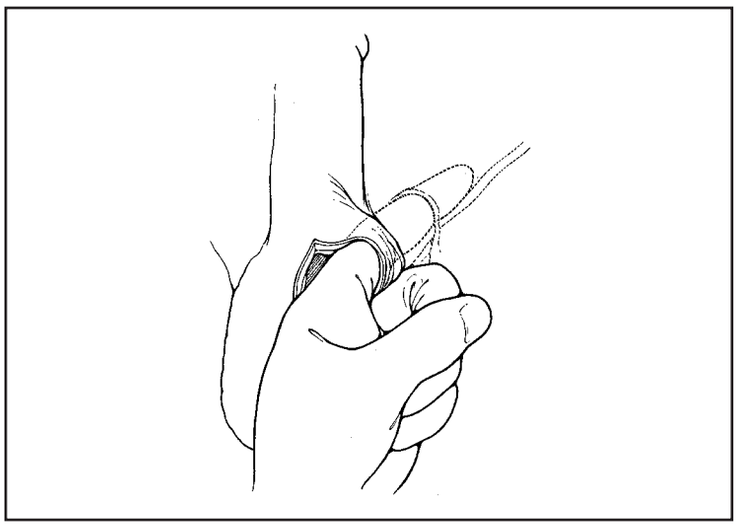

Figure 30. Create defect
1. Create a defect in the transversalis fascia through the external inguinal ring (Figure 30). This defect provides access to the prevesical space. You may find access to the inguinal ring and prevesical space easier using the baby Deaver retractor provided in the SKW Retractor Kit. The Deaver is placed in the inguinal ring and retracted cephalad, revealing the inguinal ring. Once the pocket is created in the prevesical space, use your finger to place the reservoir into the space.